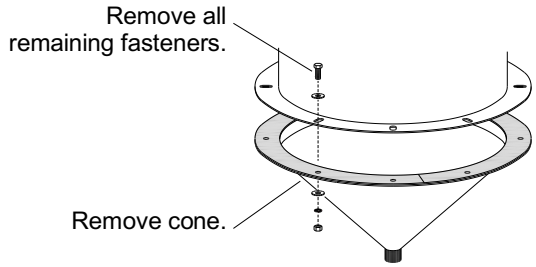

Figure 44
**7.12.5** Remove the remaining fasteners, securing the cone to the lower flange, and then remove the cone, as shown in Figure 44.